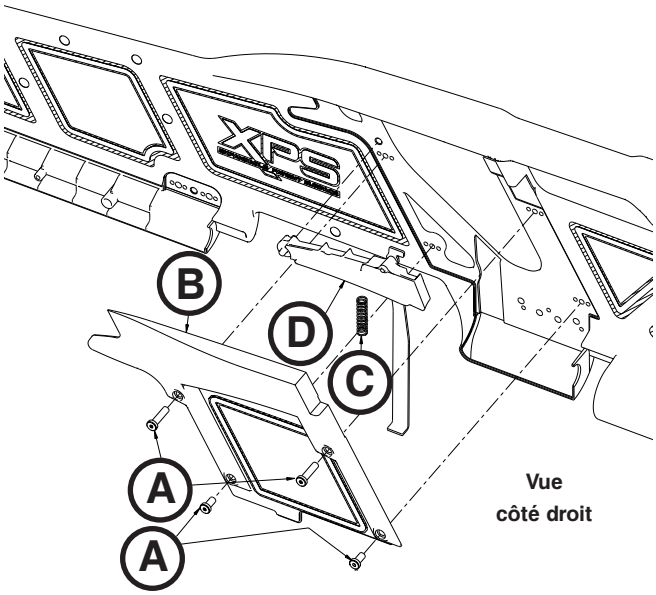

Figure 84
3. À l’aide d’une clé hexagonale 3/32 po, retirer les quatre vis (A) qui fixent la poignée de libération (B) à la partie surmoulée pour retirer le couvercle de la commande (Figure 84).
4. À l’aide d’un petit tournevis plat, soulever le ressort de rappel de la poignée de libération (C) pour le retirer (Figure 84).
5. Saisir la poignée de libération (D) et la lever du côté du ressort pour la retirer du couvercle (Figure 84).